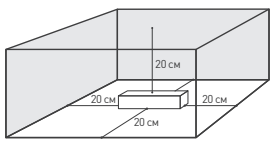
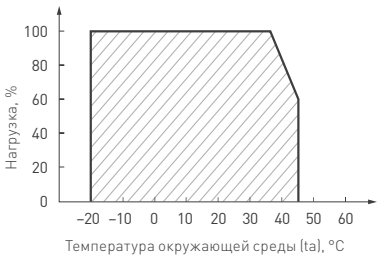

Рис. 1. Свободное пространство вокруг источника
Рис. 2. Максимальная допустимая нагрузка, % от мощности источника
4.3. Для естественной вентиляции обеспечьте не менее 20 см свободного пространства вокруг источника питания, как изображено на рис. 1. При невозможности обеспечить свободное пространство используйте принудительную вентиляцию. В случае установки в ограниченном пространстве (например, в лайтбокс или профиль) предусмотрите обеспечение требуемого температурного режима источника питания согласно рис. 2.
4.4. Не нагружайте источник питания более чем на 80% от его максимальной мощности. Учитывайте, что с повышением температуры окружающей среды максимальная мощность источника питания снижается (см. график зависимости на рис. 2).